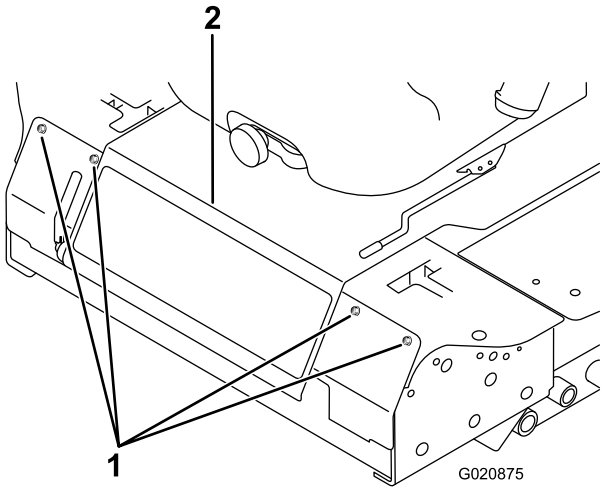

Figuur 50
2. Draai de bouten los waarmee het voorpaneel vastzit, en verwijder het paneel (Figuur 50).